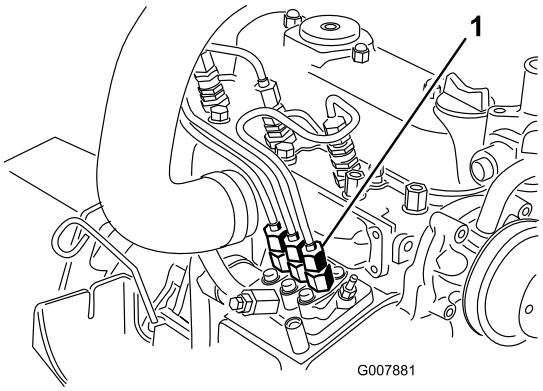

**Figur 44**
1. Lägg en trasa under röranslutningen från insprutningspumpen till det första insprutarmunstycket så som visas i Figur 44.